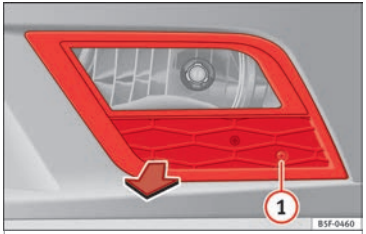

Fig. 150 Front fog light.
– Remove the bolt ››› **Fig. 150** (1) from the fog light grille with a screwdriver.